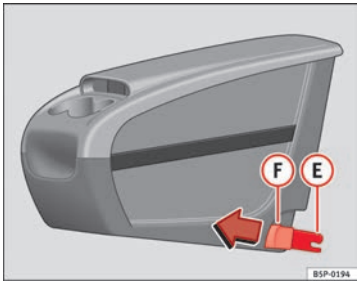
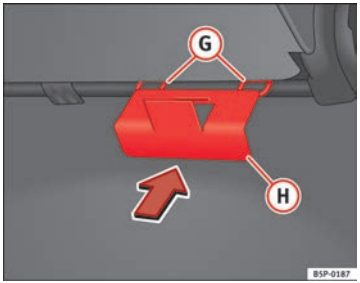

**Fig. 111 Mobile storage compartment. Installation**
**Fig. 112 Mobile storage compartment mounting plate**
– Fit the mobile storage compartment mounting plate (H) ⇒ Fig. 112 from the inside of the vehicle, through the rear part of the seat. It should be fitted between the backrest and the seat, in the central seat area.
– Set both mounting pieces together (E) ⇒ Fig. 111, with both mounting rings (G) ⇒ Fig. 112 and press hard until both the clips completely connect with the rings.
– Pull each of the buttons ⇒ Fig. 111 (F) on the clips (red buttons) forwards, until they snap out of place.